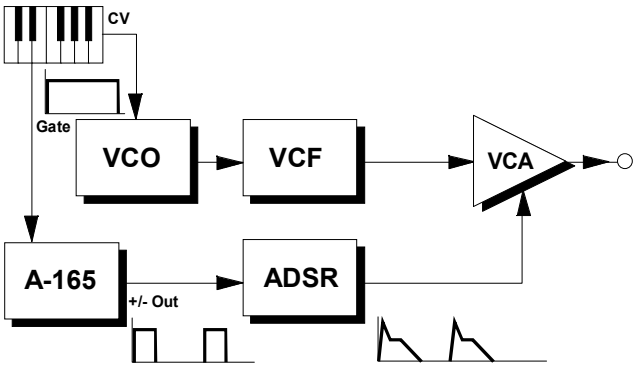

Abb. 2: Doppeln eines Tones bei Tastendruck
Beim Patch in Abb. 2 werden mit jedem Tastendruck auf dem Keyboard zwei Töne erzeugt: der erste beim Drücken einer Taste, der zweite beim Loslassen der Taste. Dazu wird der Ausgang ❹ (+/-) des A-165 verwendet. Die Attack-Zeit des ADSR's sollte hierbei möglichst kurz sein.